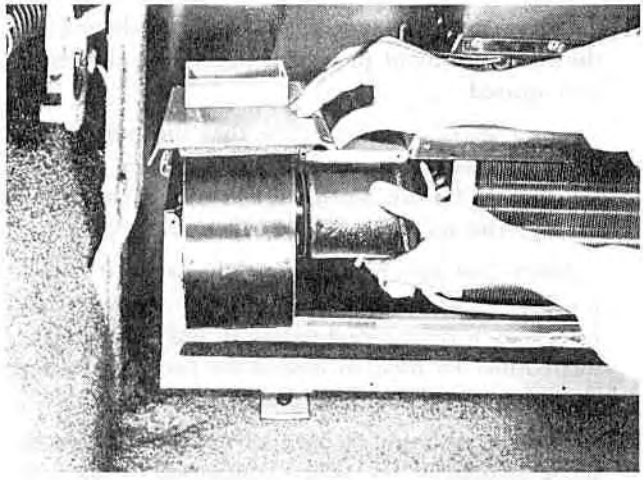

Figure 26—Removing Blower Assembly
4. Remove the retaining plate screws and plates, slide the lower end of the duct upward and then remove the blower assembly as shown in figure 26.